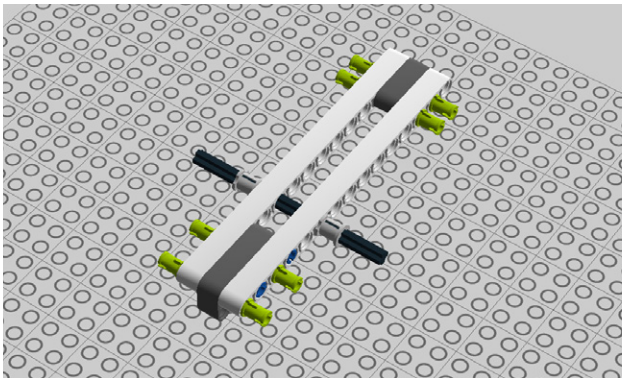

Figure 5-83. *Step 76: Adding pegs*
76. Add 8 more connector pegs (Figure 5-83).